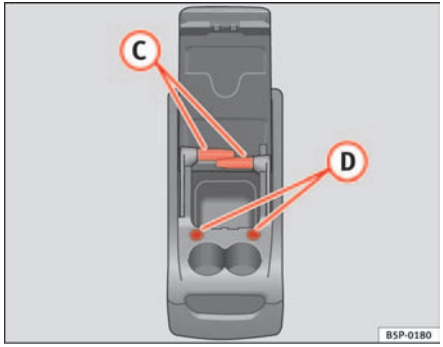

Fig. 113 Mobile stowage compartment Uses
To use the table (C) ⇒ fig. 113, it must be removed from its compartment on the side of the mobile stowage compartment and fitted into compartment (D) ⇒ fig. 113on the front section of the mobile stowage compartment.